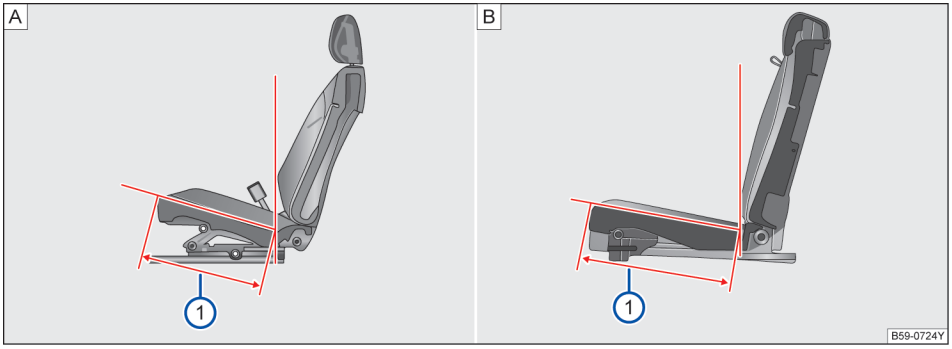

图 89 座椅坐垫深
当前排位置处于设计位置时，坐垫深=478mm→ 图 89 A ①。
当后排位置处于设计位置时，坐垫深=475mm→ 图 89 B ①。 ◁